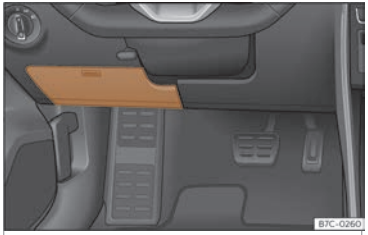

Fig. 45 Vehículos con volante á esquerda:tapa da caixa de fusibles debaixo do taboleiro de instrumentos do lado do condutor
- *Abrir:* abata a cuberta cara abaixo ››› **fig. 45**.